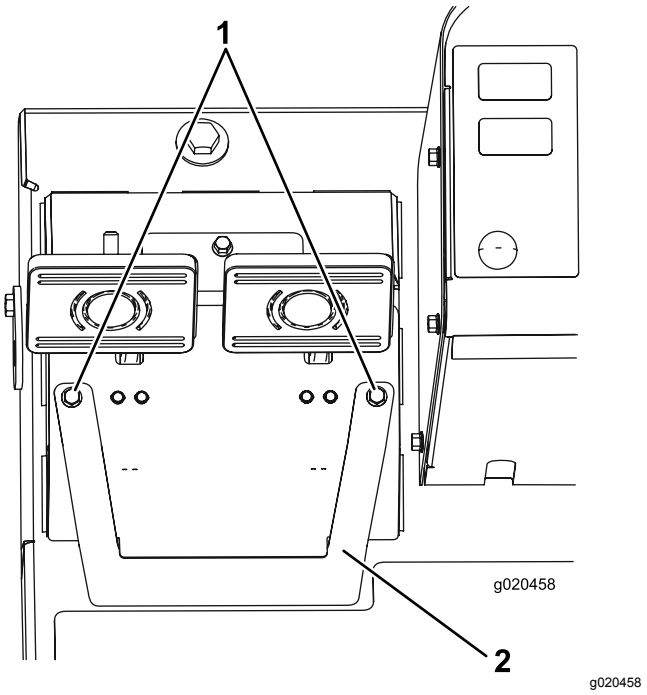

Figur 94
A. Løsn de 2 monteringsskruer, og fjern bremsejusteringsdækslet (Figur 94).